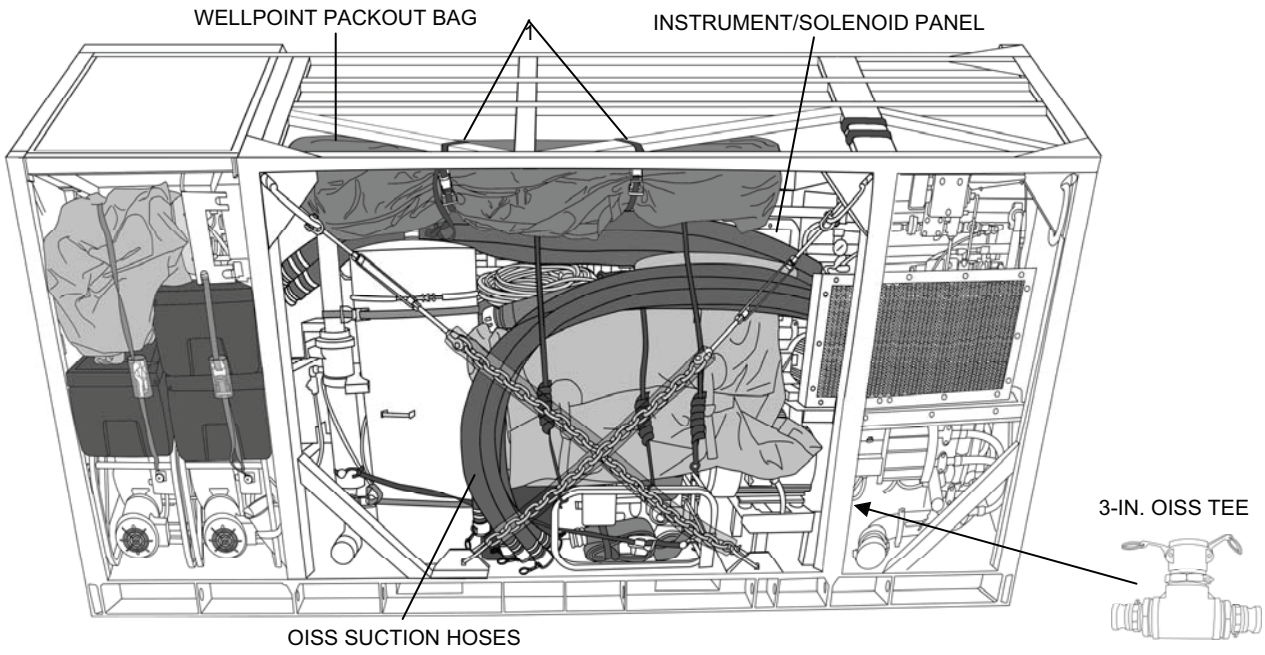

Figure 9. Bag With OISS Wellpoints Packed Onto MC-TWPS.
8. Pack the bag with the four wellpoints onto the TWPS as follows (Figure 9):
9. Insert the six 2 x 10 yellow-banded OISS suction hoses in the equipment area around the previously packed equipment (Figure 9). Using a 6-ft. ratchet strap, strap the upper ends of the hoses to the TWPS frame near the instrument/solenoid panel.
10. Strap the 3-in., OISS tee to a High Pressure Pump support frame as follows (Figure 9):